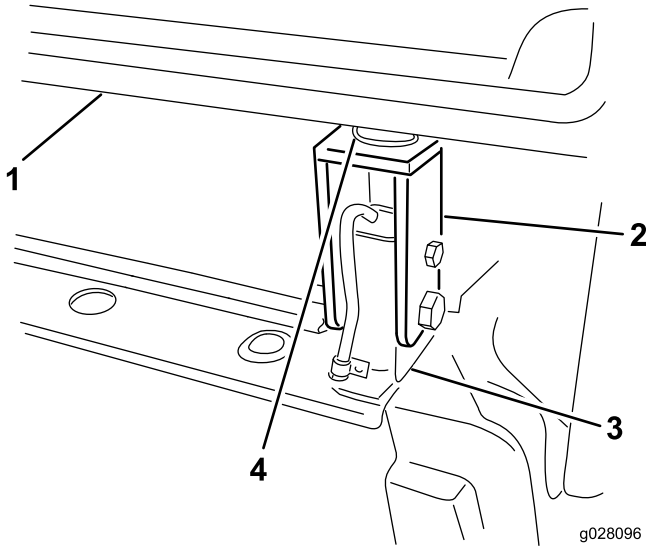

**Rysunek 65**
6. Umieść tylne podkładki gumowe oraz wsporniki montażowe kabiny po obu stronach tylnych punktów mocowania kabiny (Rysunek 65).